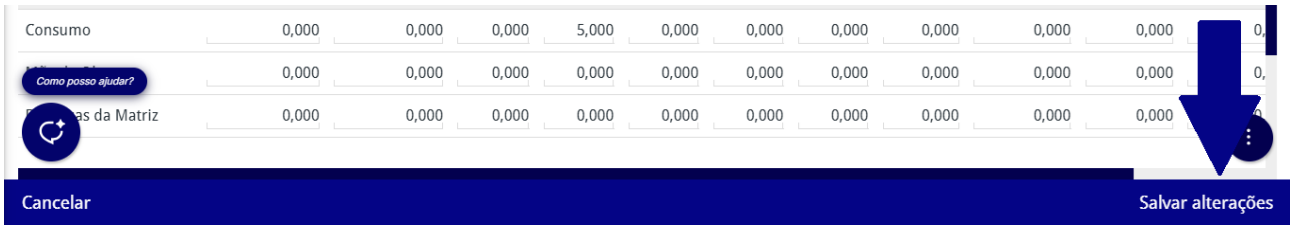

Figura 77: Salvar Alterações
5. Clique em **Salvar Alterações** (Figura 77).